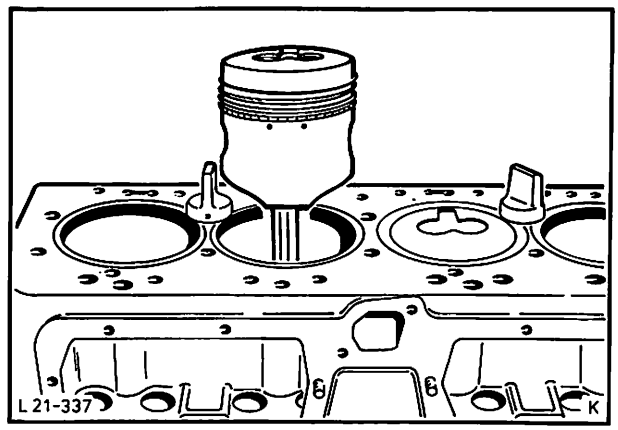

Abb. 52 Kolben mit Pleuelstangen aus dem Zylinderblock herausnehmen
24. Deckel mit Lagerschalen abbauen. Kolben mit Pleuelstangen und Lagerschalen aus dem Motor drücken, Abb. 52.